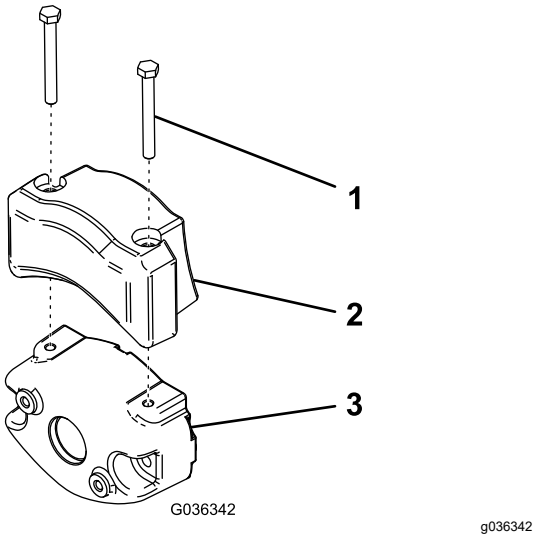

Figure 10
4. Fixez le contrepoids électriques au contrepoids existant à l'aide de 2 vis, comme montré à la Figure 10.